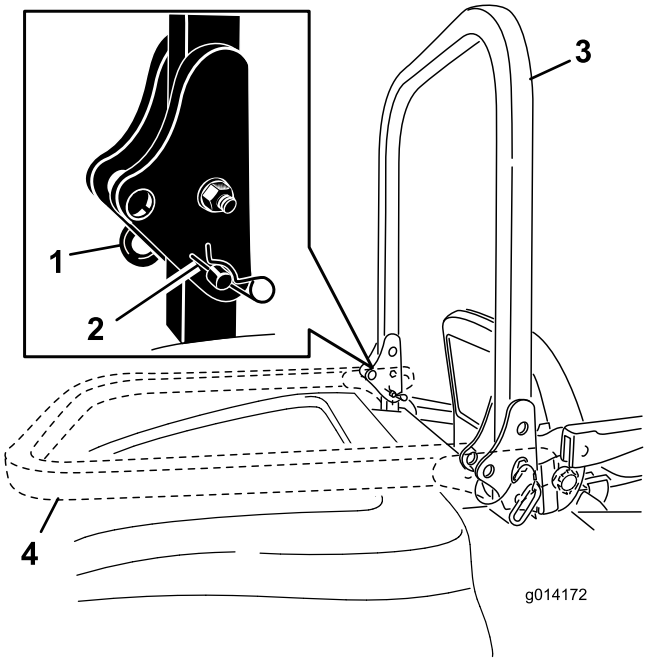

Figur 10
1. For at sænke styrtbøjlen skal splitterne tages ud. Skub styrtbøjlen frem mod fjedrene og tag de to låsepinde ud (Figur 10).
2. Sænk styrtbøjlen til sænket position (Figur 10).
3. Monter de to pinde, og fastgør dem med splitterne (Figur 10).
4. Fjern splitterne og de to pinde for at hæve styrtbøjlen (Figur 10).
5. Hæv styrtbøjlen til oprejst position, og monter de to pinde, og fastgør dem med splitterne (Figur 10).